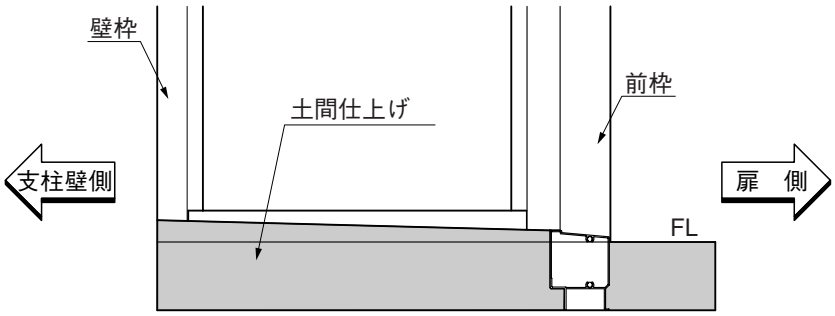

図8-1　収納庫内側断面
- 収納庫内の仕上面は、FLより高くしてください。（図8-1参照）
- 必要に応じて水勾配をとってください。（図8-1参照）